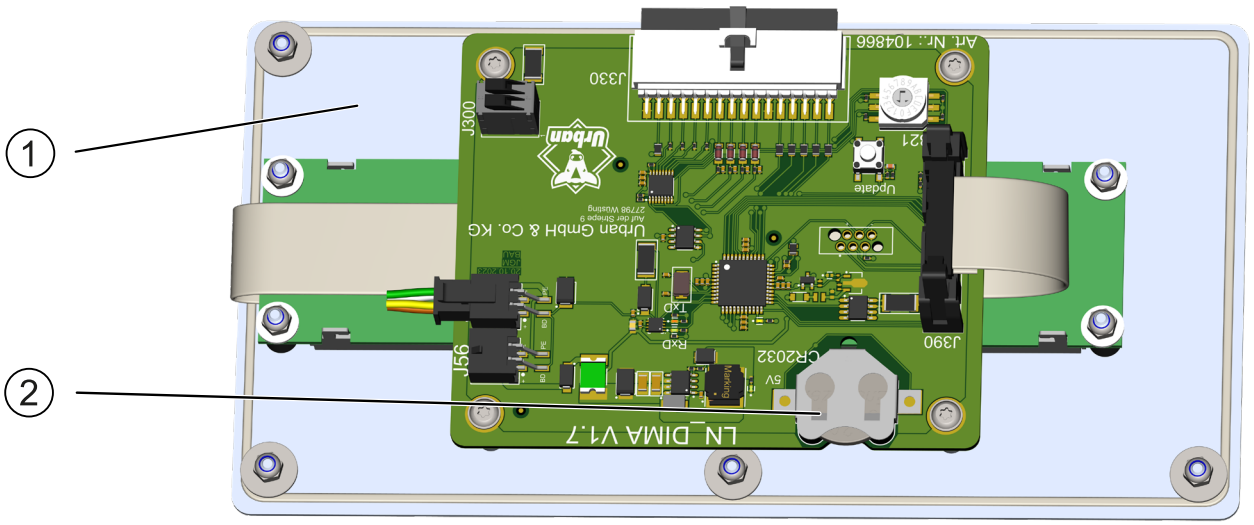

Рисунок 28: Замена батарейки для указателя даты и времени
Если дисплей показывает неправильную дату и время, необходимо заменить батарейку ① на печатной плате, расположенной на нижней стороне панели управления ② (см. Рисунок 28 «Замена батарейки для указателя даты и времени», страница 79).